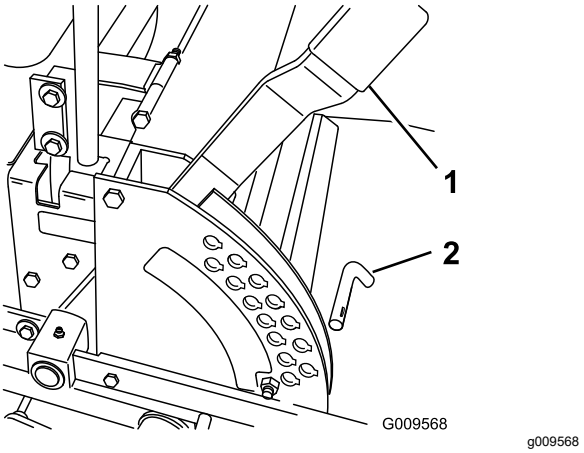

Rysunek 28
1. Podnieś dźwignię wysokości koszenia do położenia TRANSPORTOWEGO (czyli położenia odpowiadającego wysokości cięcia 127 mm) (Rysunek 28).
2. Aby wyregulować, wyjmij sworzeń ze wspornika wysokości cięcia (Rysunek 28).
3. We wsporniku wysokości cięcia wybierz otwór odpowiadający żądanej wysokości koszenia i włóż w niego sworzeń (Rysunek 28).